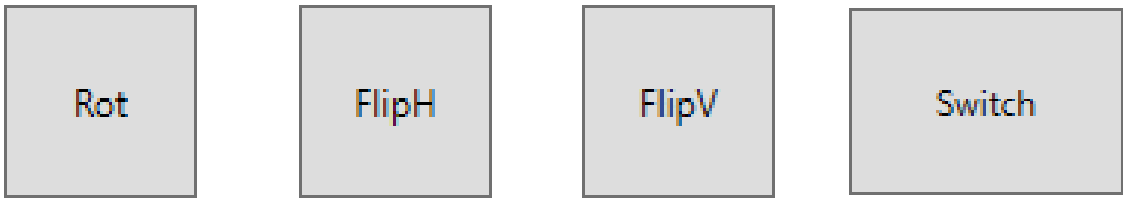

Figure 7-8 Boutons de mouvement.
Le traitement du film, ou segmentation et alignement, se fait automatiquement en arrière-plan. Les bords antérieur (A) et supérieur/gauche (S / L) doivent être alignés. Si ce n'est pas le cas, il y a différentes options de mouvement pour les films A/L et A/S qui permettront à l'utilisateur de les aligner (voir Figure 7-8).